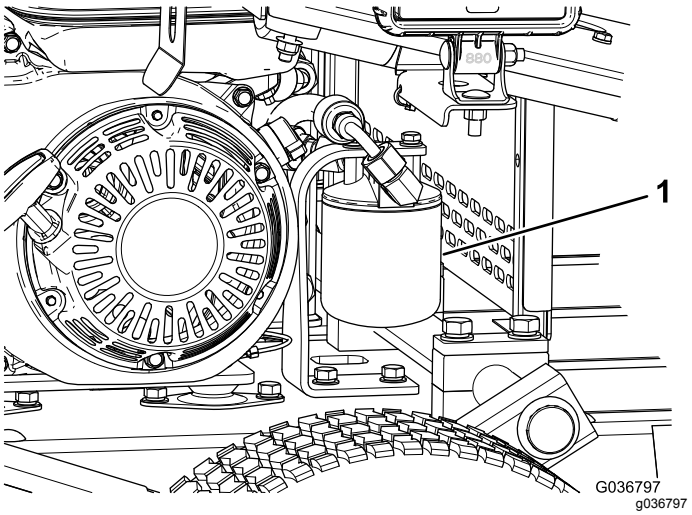

Figur 36
5. Anbring en drænbakke under filteret, og afmonter filteret (Figur 36).